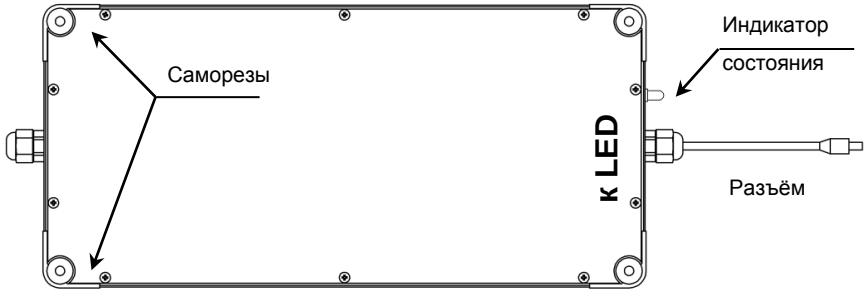

Рис.1 Выносная коробка БАП
- Отрыть выносную коробку с БАП, открутив десять саморезов (рис. 1)
- Подключить разъём выносной коробки с БАП к разъёму светильника (рис.1)